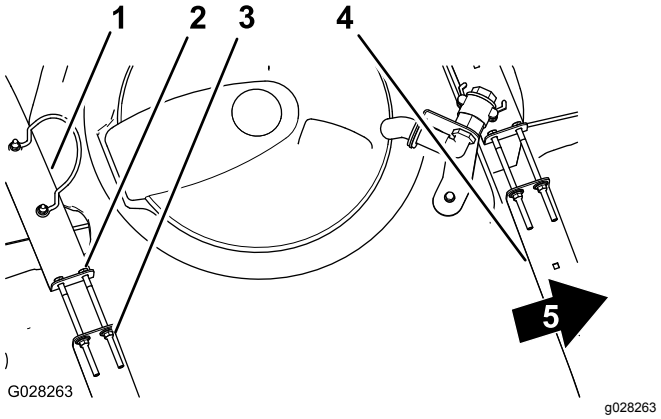

Figur 21
2. Kontroller, om der er bevægelse mellem tankremmene og tanken (Figur 21).
3. Hvis tankremmene sidder løst fast på tanken, skal flangelåsemøtrikkerne og boltene øverst på remmene strammes, indtil remmene flugter med tankens overflade (Figur 21).